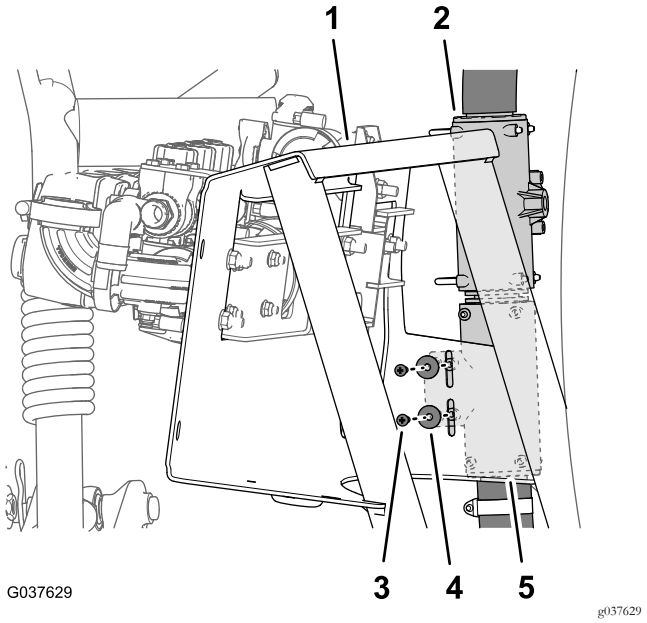

Figuur 51
4. Lijn de openingen in de onderste T-fitting uit met de gaten in de klepbevestiging (Figuur 51).